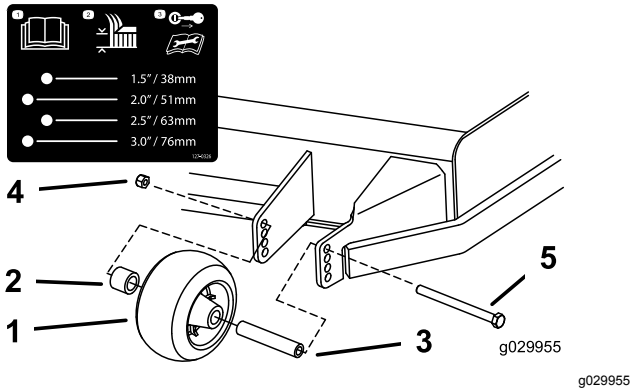

Figure 26
3. Réglez les galets anti-scalp comme montré à la Figure 26.